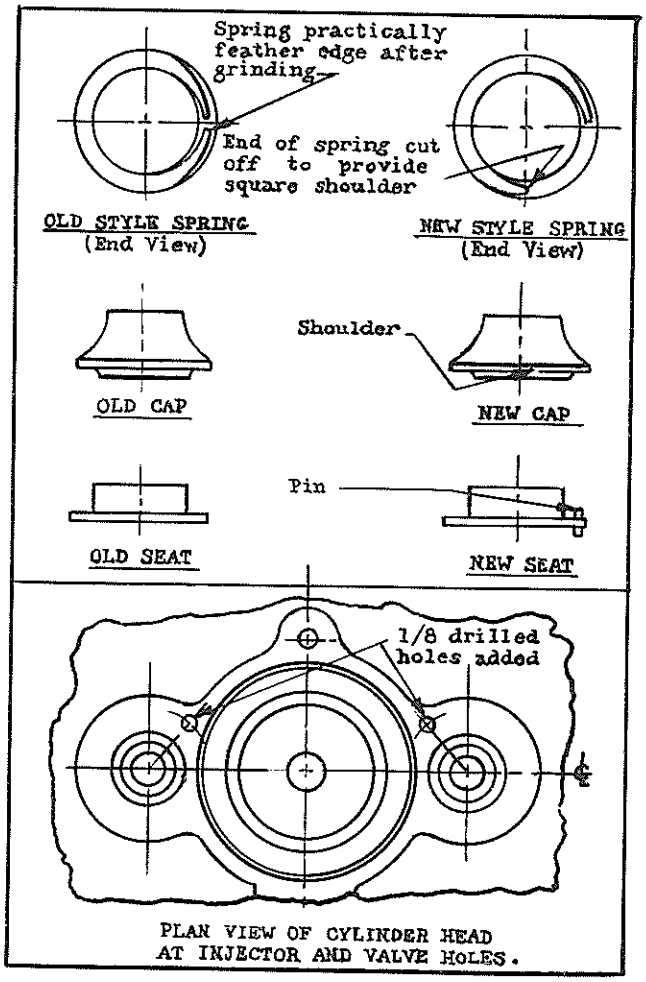

FIG. 12
2. In line with the valve spring and parts change on the 3, 4, 6-71 engines, the cylinder heads for these engines have been revised to add ⅛″ drilled holes as required for seating the pin which is part of the new valve seat assembly. See sketch, Fig. 12, showing section of cylinder heads where the ⅛″ drilled holes were added.
3. The new valve spring is identical with former spring except that it has the tapered ends cut back from end coils to give a $\frac{1}{16}$″ step for locking in the new cap and new seat assembly. The new seat assembly provides for a locking pin which fits into the hole drilled in the cylinder head as mentioned in preceding paragraph. See Fig. 12 for details of old and new valve parts.